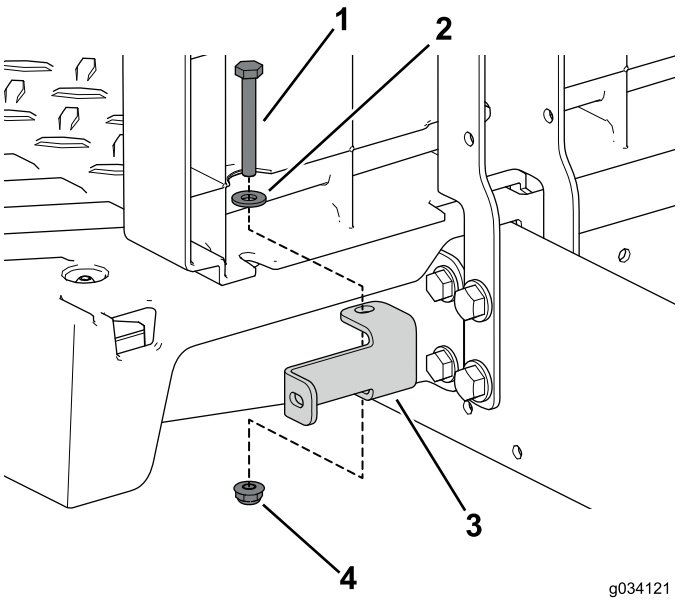

Figur 41
6. Bruk de to boltene (1/4 x 2 tommer), skiven og låsemutteren til å feste den venstre og høyre panelbraketten på maskinen (Figur 41).